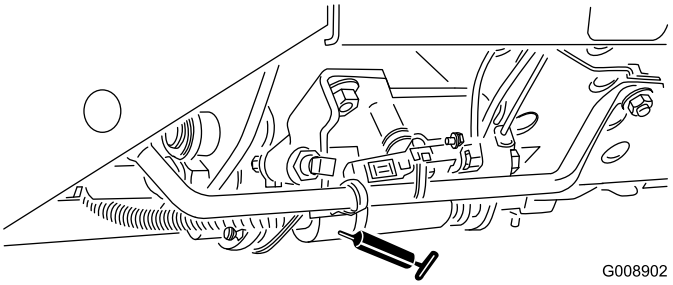

Figuur 37
- Schuif voor maaien/transport (Figuur 37)